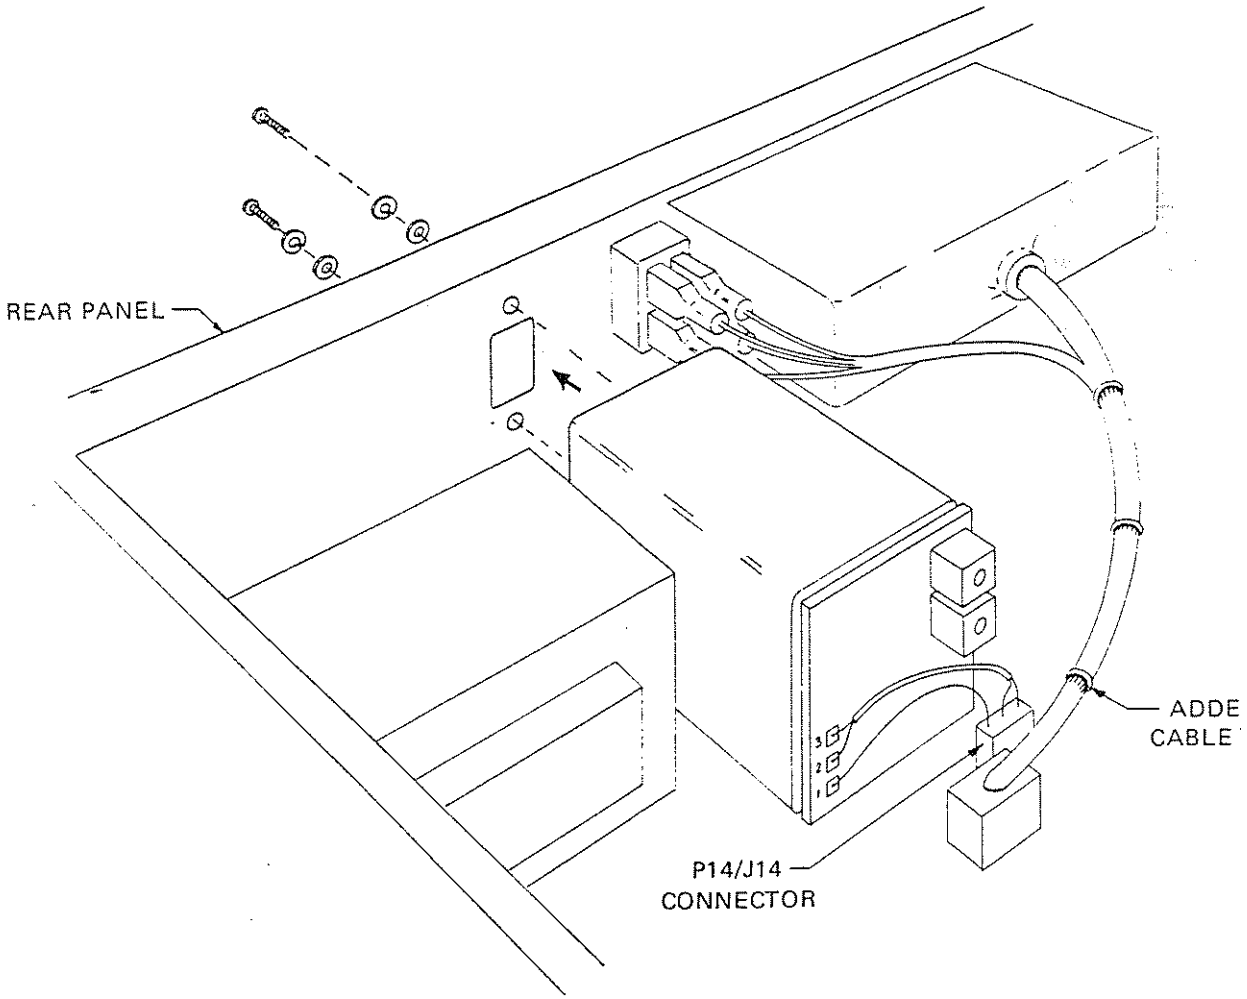

Figure 2.8 - Option 04E Installation
2.6.2.1 Refer to Figure 2.8 for this procedure. The installation package includes:
a.	Oscillator assembly (1)	P/N 404386 for Option 04E
b.	#4 split lock washers (2)	P/N 617127
c.	#4 flat washers (2)	P/N 617102
d.	M3 x 8 screws (2)	P/N 611067
e.	Cable tie (1)	P/N 610777